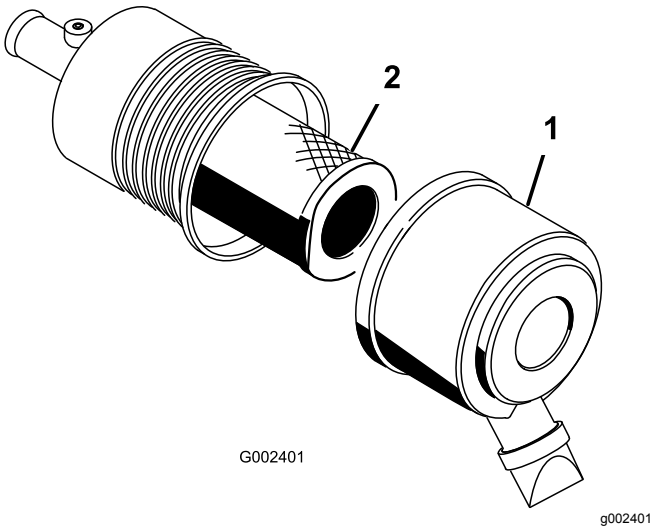

Figuur 44
1. Maak de sluitingen op het luchtfilter los en trek het luchtfilterdeksel van de luchtfilterbehuizing (Figuur 44).
3. Schuif het filter voorzichtig uit de luchtfilterbehuizing (Figuur 44).
5. Schuif het filter voorzichtig over de buis van de behuizing (Figuur 44).
6. Monteer het luchtfilterdeksel met de kant naar boven gericht en maak de sluitingen vast (Figuur 44).